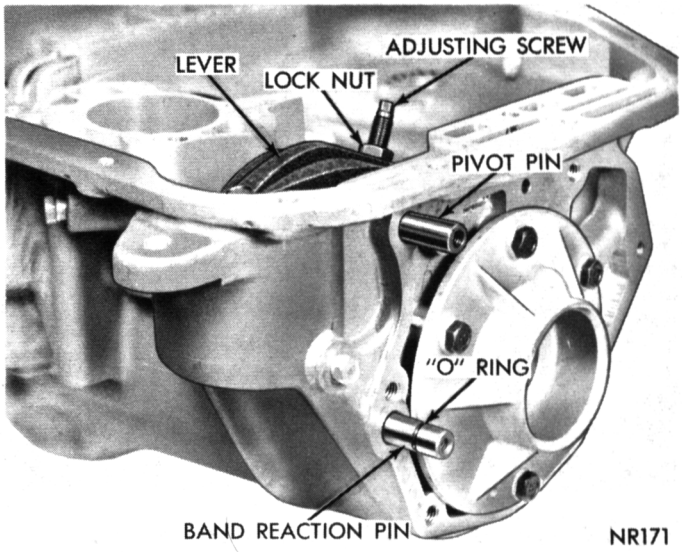

Fig. 98—Double Wrap Band Linkage—Installed (A-904-LA Transmission only)
This transmission has a double-wrap band supported at two points by a band reaction pin in the case and acted upon at one point by the servo lever adjusting screw (Fig. 98 and 99).
(1) Push band reaction pin (with new "O" ring) into case flush with gasket surface (Fig. 98).